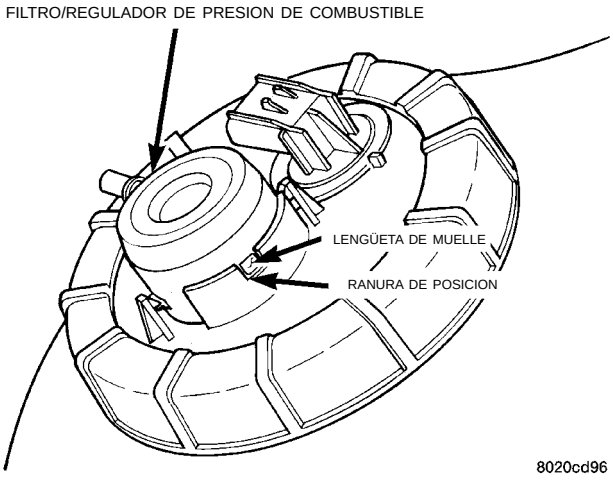

Fig. 19 Lengüeta de fijación de muelle
(2) Eleve el vehículo sobre un elevador.
(3) Desconecte el tubo de alimentación de combustible en el racor del Filtro/regulador (consulte Racores de desconexión rápida en esta sección).
(4) Oprima la lengüeta de fijación de muelle del costado del filtro/regulador (Fig. 19), gírela 90° a la izquierda y extráigala.